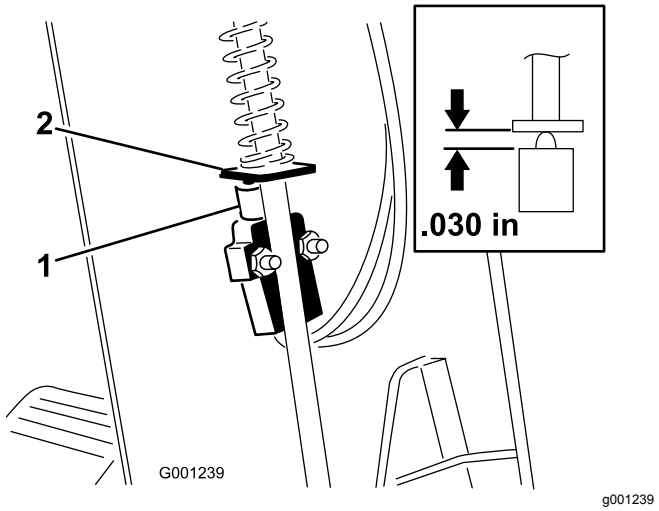

**Figur 73**
3. Skub kappen op ad ratakslen for at blotlægge kontakten til parkeringsbremsen (Figur 73).
5. Tilret pladen til parkeringsbremsestangen med kontaktstemplet (Figur 73)
6. Tryk parkeringsbremsestangen ned, og tryk op på kontakten, indtil den komprimerede længde af kontaktstemplet er 0,7 mm. Se Figur 73.